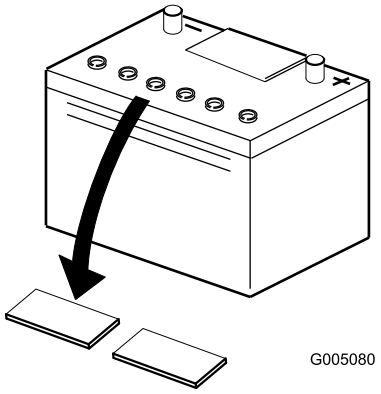

Figura 3
2. Limpie la parte superior de la batería y retire los tapones de ventilación (Figura 3).